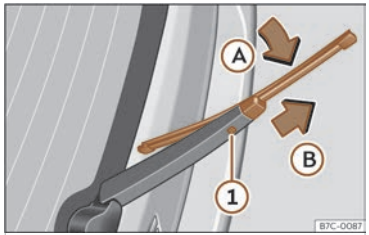

Abb. 186 Scheibenwischerblatt der Heckscheibe auswechseln.
- Das Wischerblatt leicht drehen ››› **(Abb. 186)** (Pfeil Ⓐ).
- Die Entriegelungstaste ① gedrückt halten und gleichzeitig das Scheibenwischerblatt in Pfeilrichtung Ⓑ abziehen.
- Neues Heckscheibenwischerblatt **gleicher Länge und Ausführung** entgegen der Pfeilrichtung Ⓑ auf den Scheibenwischerarm schieben, bis der Mechanismus ① einrastet.